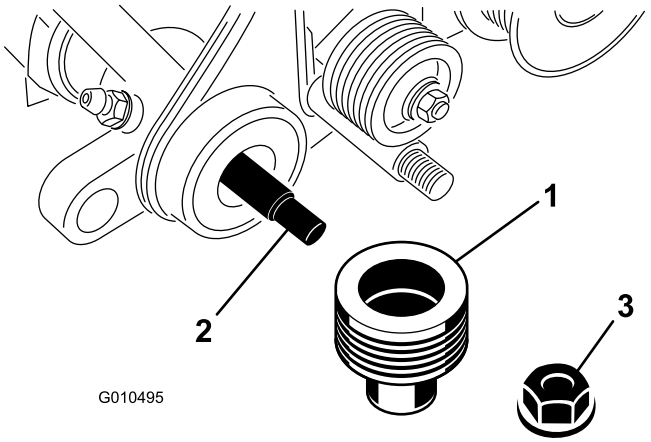

Figura 33
6. Retire a porca de bloqueio que fixa a polia acionada à extremidade do eixo do rastelo e retire a polia (Figura 33).